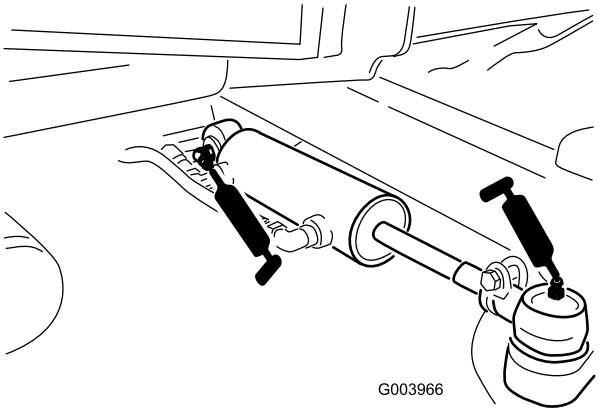

Figur 75
- Styrcylinderns kulleder (2) (Figur 75)